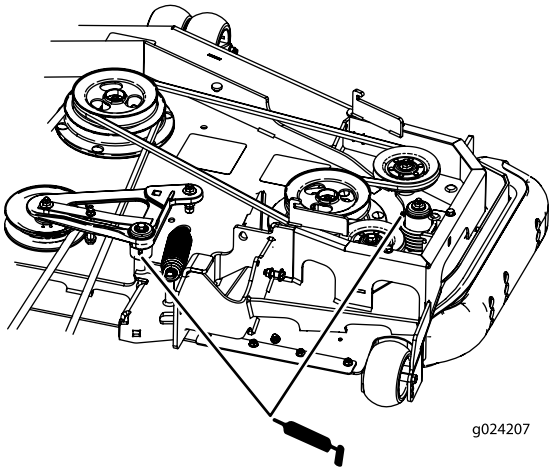

Figur 38
4. Smør lederullarmene for enhetsremmen (Figur 38).